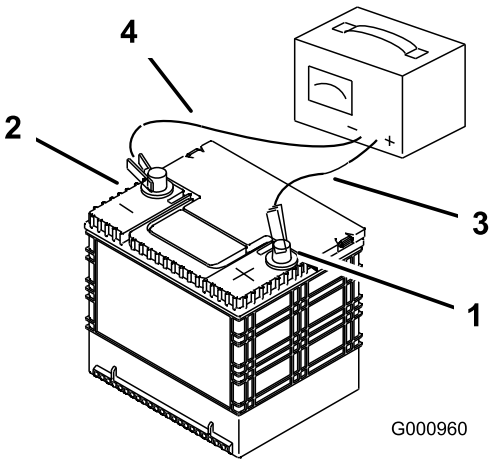

Figur 47
2. Når batteriet er helt oppladet, kobler du laderen fra strømuttaket, og deretter laderledningene fra batteripolene (Figur 47).